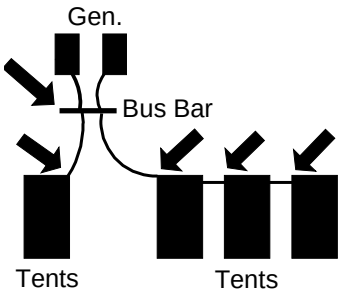

Fig 1-6 Camp Layout
b. Another place that over current protection is needed is at each separate circuit that comes off the bus bar. This must be protected according to the total load that the circuit is expected to carry. Figure 1-6 shows how the placement of the over current protection devices which support the entire camp.